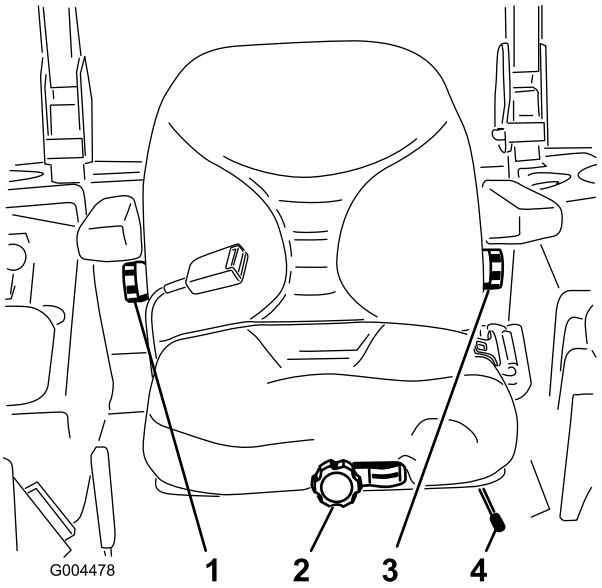

**Figur 31**
1. Sædet kan justeres ved at flytte håndtaget til siden for at låse sædet op (Figur 31).
Drej knappen foran på sædet i den ene eller den anden retning, mens du ikke sidder i førersædet, for at opnå den mest behagelige position (Figur 31).
Drej knappen under det højre armlæn til højre eller venstre for at opnå den mest behagelige position (Figur 31).
Drej knappen under det venstre armlæn til højre eller venstre for at opnå den mest behagelige position (Figur 31).